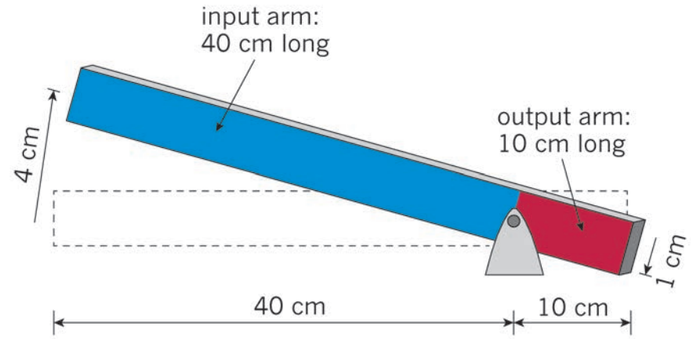

Figure 2: This lever has two arms, an input arm in blue and an output arm in red.
Look at the lever in Figure 2. This lever is making the output force bigger, so you can say that it is giving us a mechanical advantage. There are two "arms" on a lever: the **input arm** and the **output arm**. The lever below shows the input arm in blue and the output arm in red.
4. Now you can confirm what you have already worked out. Use the values in Figure 2 to calculate the ratio of the length of the output arm to the length of the input arm.
5. Use the values in Figure 2 to calculate the ratio of the output distance to the input distance.